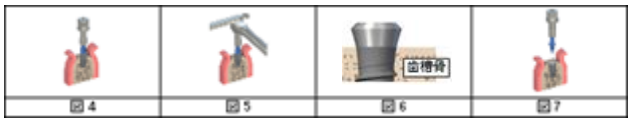

図4　図5　図6　図7
(4)インプラント用の挿入ジグを使用してインプラントを、インプラント床に挿入する(図4)。